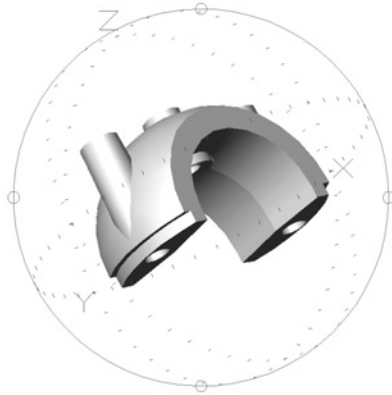

Рис. 12.14. Функция "компас" **Compass** в форме проекций кругов в плоскостях осей координат
- **Visual Aids** (Средства визуализации) — открывает подменю с режимами включения (отключения) отображения на экране знака ПСК **UCS Icon** (Знак ПСК), координатной сетки **Grid** (Сетка), компаса в форме проекций кругов в плоскостях осей координат **Compass** (Компас) (рис. 12.14);